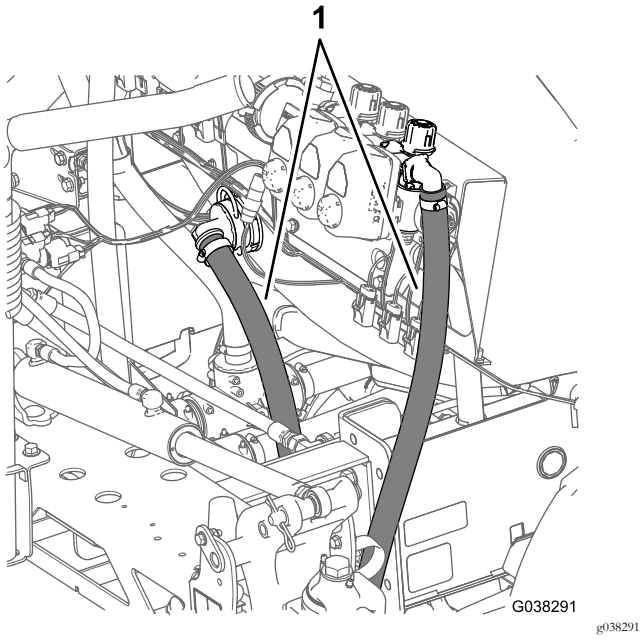

Figura 78
2. Passe o tubo de distribuição de secção em torno do canal da estrutura direito na direção da união do anteparo no depósito de pulverização, como se mostra na Figura 78.